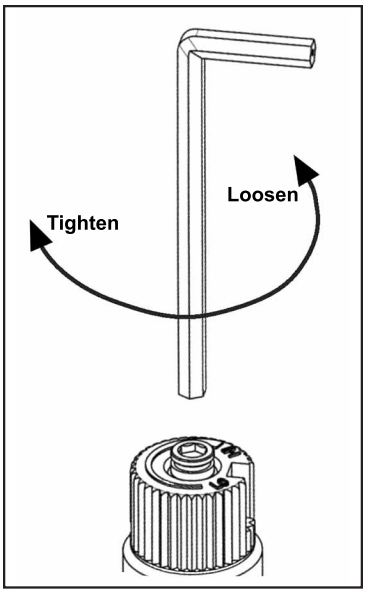

**Figure 9: Removing valve screw.**
b) Insert a $^{5}/_{32}$" or 4 mm Allen wrench into the hexagonal key-way of the screw (see Figure 9), rotate it counter-clockwise until it is free and extract it.
e) Using the Allen wrench as shown in Figure 9, rotate the screw clockwise until a torque of 9 inch lbs. **WARNING!** Do not over tighten the screw. It is recommended that you grip the wrench by the short side.